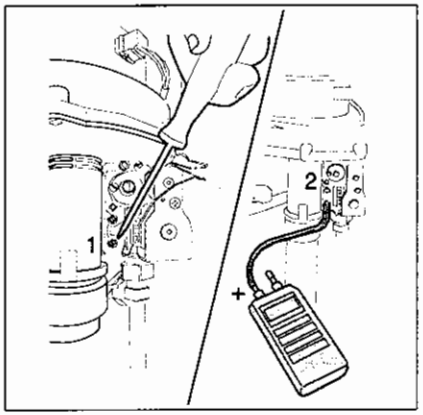

afb. 29 Gasvoordruk meten
- Draai de afdichtschroef in de voordrukmeetnippel iets los en sluit een lange slang hierop aan (afb. 29).
- Draai de schroef in de onderste meetnippel (voordrukmeetnippel) twee onwentelingen los (afb. 29, **pos. 1**).
- Plaats een slang van de manometer op de voordrukmeetnippel (afb. 29, **pos. 2**).